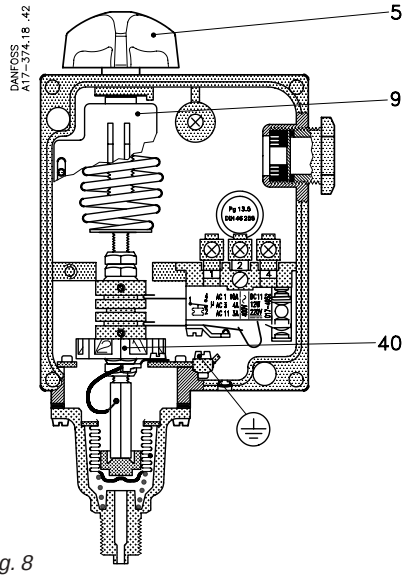
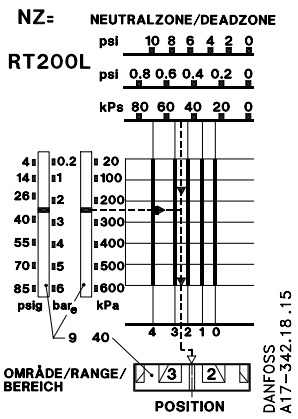
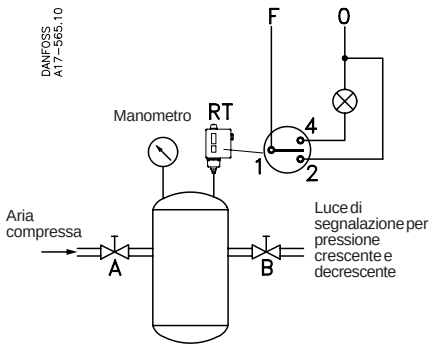

Fig. 8
Fig. 12
Fig. 14
Il valore viene impostato mediante una manopola (5) fig. 8 leggendo la scala di regolazione. La pressione impostata è la pressione alla quale i contatti 1-4 si aprono (vedere fig. 13).
Il modello RT 200L deve essere regolato mediante l'apposita manopola (5) fig. 8 pag. 11 a 3.5 bar (35 m di colonna d'acqua) meno il differenziale fisso di 0.2 bar.
La zona neutra, 35 - 32 = 3 m colonna d'acqua, corrispondente a 0.3 bar, deve essere impostato sul disco di zona neutra (40) fig. 8 pag. 11. In base al grafico fig. 12 la regolazione del disco è 1 o poco più. Un'impostazione più precisa si può ottenere mediante la prova indicata nella fig. 14.